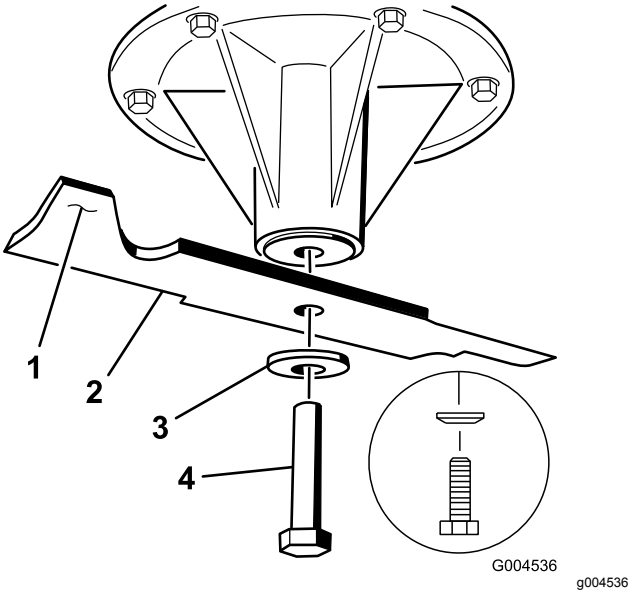

Figura 103
1. Instale la cuchilla en el eje (Figura 103).
2. Instale la arandela de muelle y el perno de la cuchilla (Figura 103).
Nota: Instale la arandela elástica con el cono hacia la cabeza del perno (Figura 103).